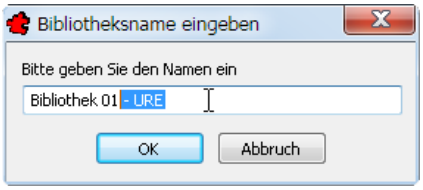

Bild 27.17 – Der Name der Bibliothek *im* Archiv kann vom Original abweichen
- Hierauf werden Sie nochmals nach dem *Bibliotheksnamen* gefragt. Hintergrund ist, dass Sie hier einen Vermerk in den Namen einbauen können, sodass Ihr Kollege weiß, von wem das Archiv stammt und er zudem einen eindeutigen Namen für seine Blockverwaltung erhält (Abb. 27.17).